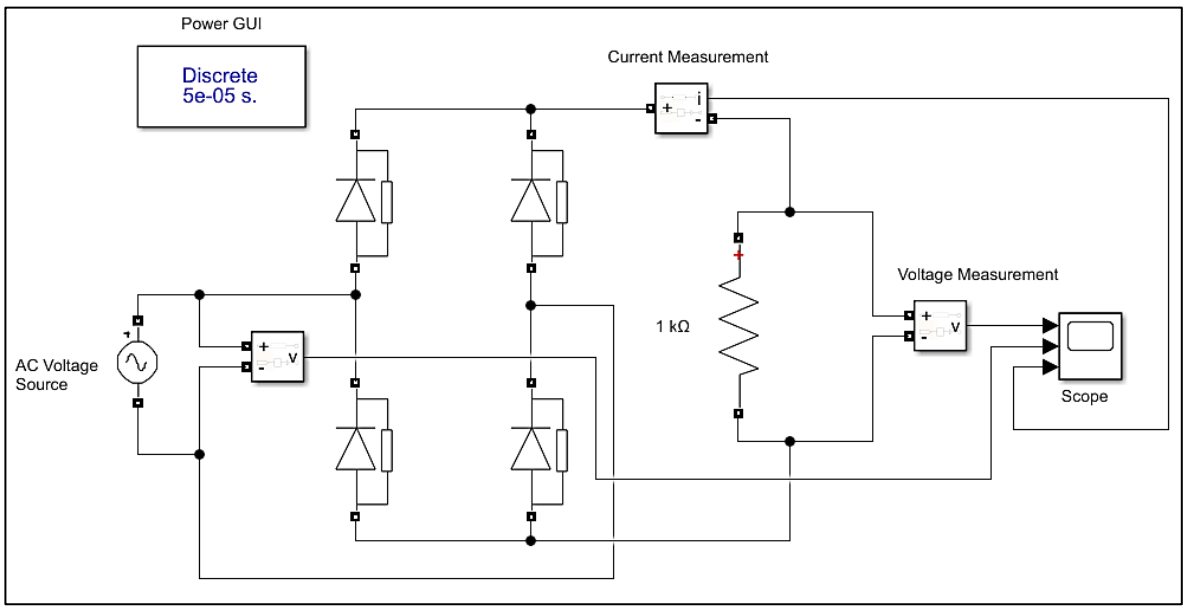

Figure 6
1. Create a new project in Simulink File >> New >> Black Model and design the circuit shown in Figure 6. You may follow the instructions below.
b. Follow the same procedure and construct the circuit as shown in Figure 6.